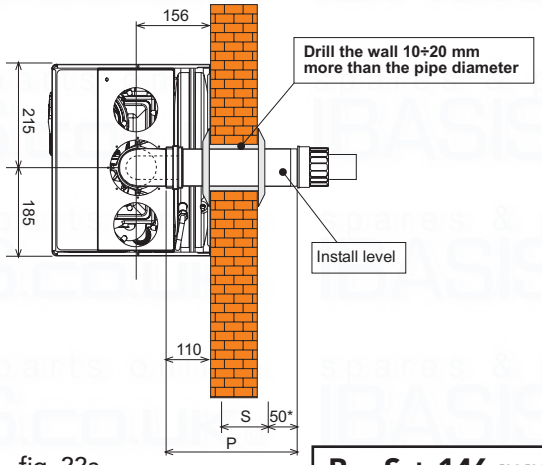

fig. 22a
4. If necessary, cut the terminal length to size, ensuring that the external pipe protrudes from the wall by between 10 and 60 mm (fig. 22a and 22b). Remove the cutting burrs.